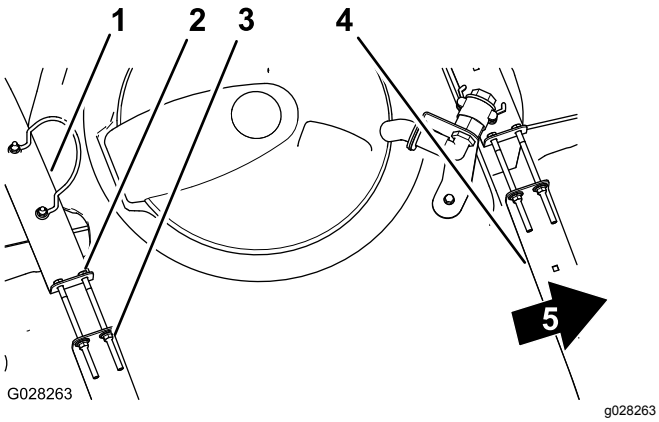

Figur 18
2. Kontroller, om der er bevægelse mellem tankremmene og tanken (Figur 18).
3. Hvis tankremmene sidder løst fast på tanken, skal flangelåsemøtrikkerne og boltene øverst på remmene strammes, indtil remmene flugter med tankens overflade (Figur 18).